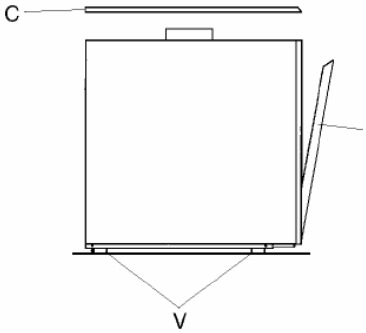

рис. 2.5
- отверните винты V, которые крепят котел к поддону (рис. 2.5)
- снять верхнюю (C) и переднюю (P) панели;